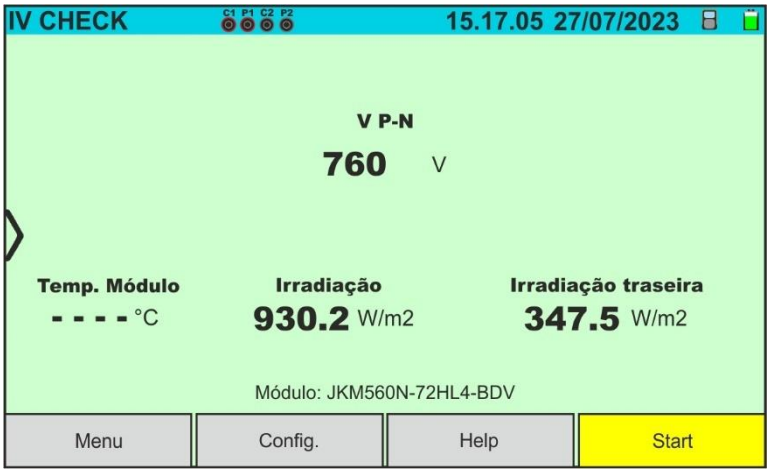

Fig. 66: Ecrã de medição da curva I-V inicial em módulos Bifaciais
5. No caso dos módulos **Bifaciais**, o ecrã da Fig. 66 é apresentado no visor. São apresentados os seguintes parâmetros: